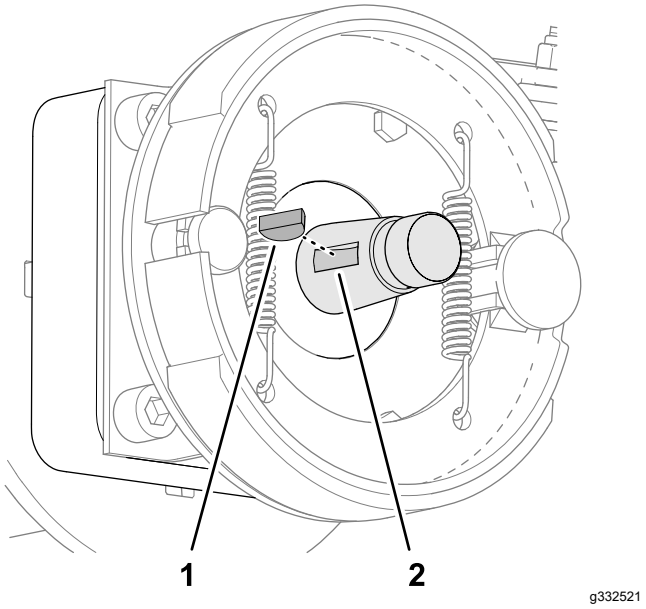

Figuur 67
5. Verwijder de schijfspie van de wielmotoras (Figuur 67).